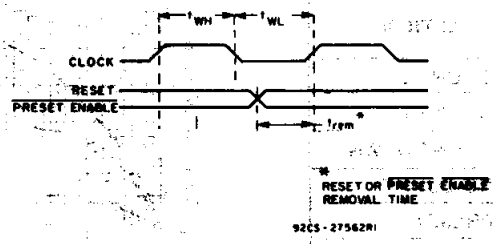

Fig. 10 — Timing diagram defining t_{rem}
* The time required for RESET or PRESET ENABLE control to be removed before clocking (see timing diagram, Fig. 10.